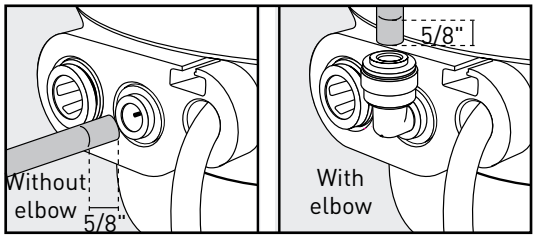

Figure 19
2. If desired, use the 1/4-inch elbow included with the installation kit. This elbow can be pressed in for installations in situations where room is not available to bend the tubing. This elbow fitting can also be swiveled. Locate the 1/4-inch fitting with the blue quick-connect collar on the left hand side of the RO system. Align the blue tubing from the faucet with the quick-connect fitting on the RO system. Place a mark on the blue tubing 5/8-inch from the end. Moisten the end of the tubing with water and insert until the mark is flush with the quick-connect opening (Figure 19).